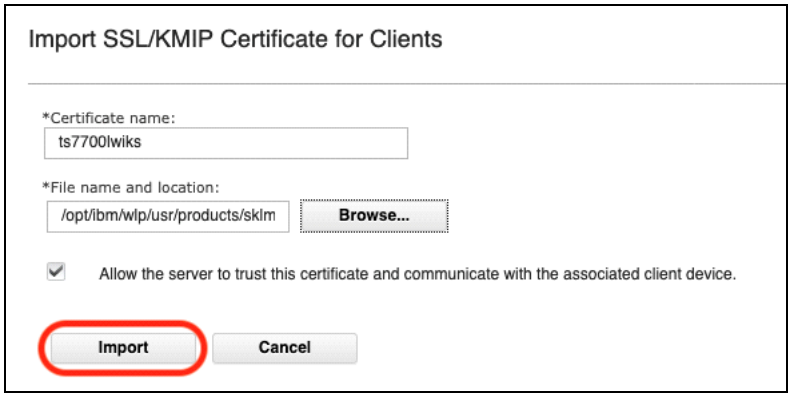

Figure J-15 Importing selected certificate file
4. Enter a name to identify the selected certificate file in the local database (see Figure J-15) and then click **Import**.